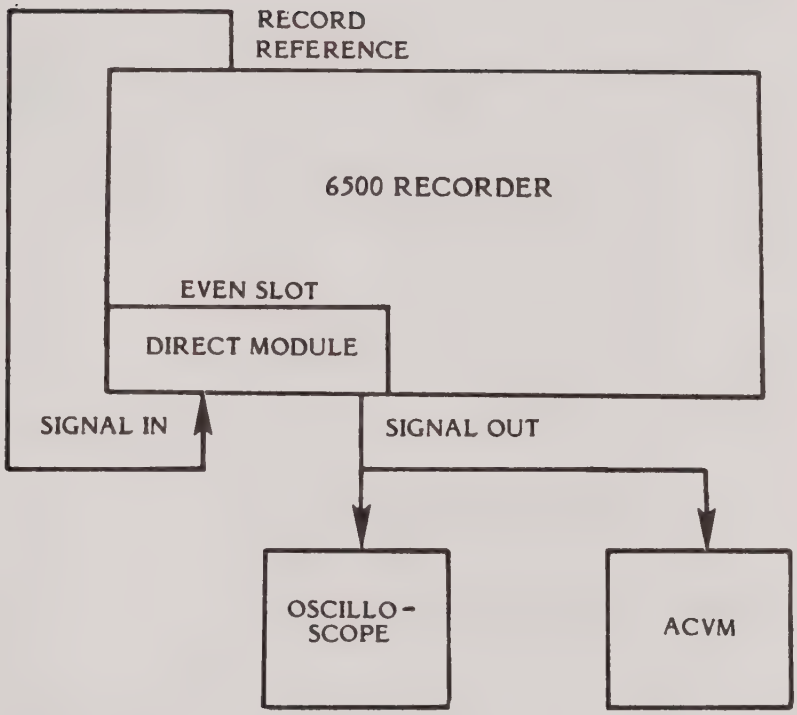

Figure 6-15A. Time Base Error Adjustment Test Setup Block Diagram
Connect the recorder and the test equipment as shown in Figures 6-15A and 6-15B the test setup block diagram as called out in the procedure steps d and j. Proceed as follows:
d. Connect the AC voltmeter (ACVM) and oscilloscope to the signal OUT connector of the direct module. (See Figure 6-15A, Test Setup Block Diagram.)